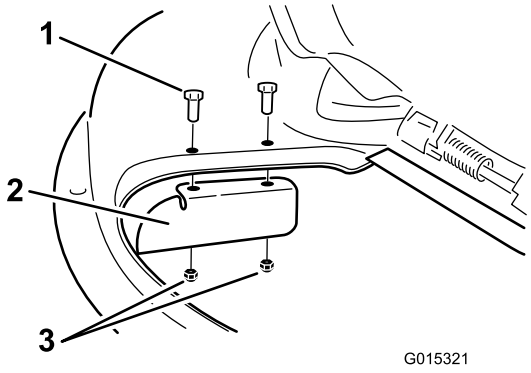

Figuur 30
9. Monteer de keerplaat op het maaidek (Figuur 30).
3. Verwijder de keerplaat van het maaidek (Figuur 30).